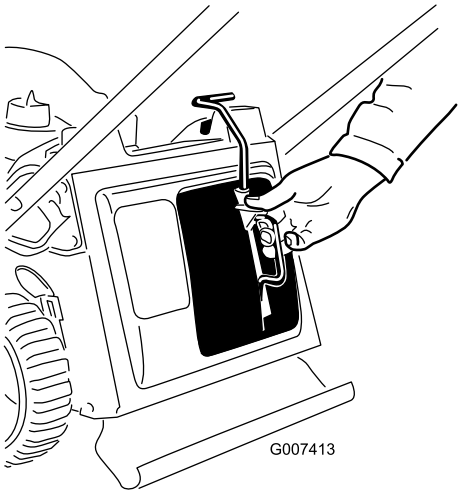

Figur 11
2. Klem knappen på spaken med tommelen og sett kvernepluggen helt inn i åpningen (Figur 11).